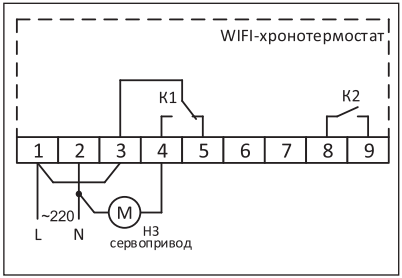

Рис. 3. Подключение нормально закрытых сервоприводов — 220 В
6.2.3. В случае работы с нормально закрытым сервоприводом, подключение производится к клеммам 2 и 4 *(рис. 3)*.